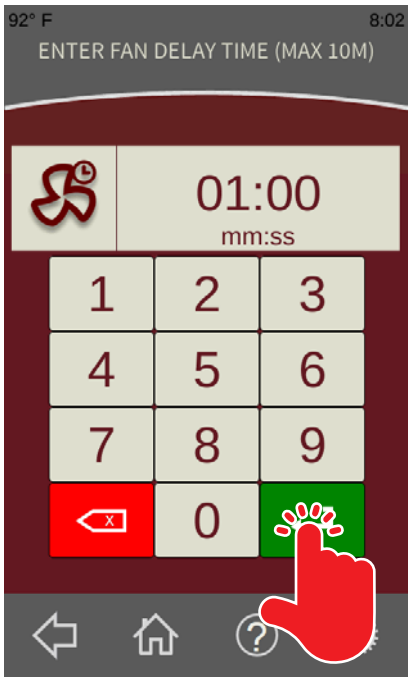

Fig. 22
10. From the ***Fan Delay Time Screen*** (Fig. 22), enter the desired time on the keypad and touch the green Enter button (Fig. 22). The ***Standard Recipe Run Screen*** should be displayed.